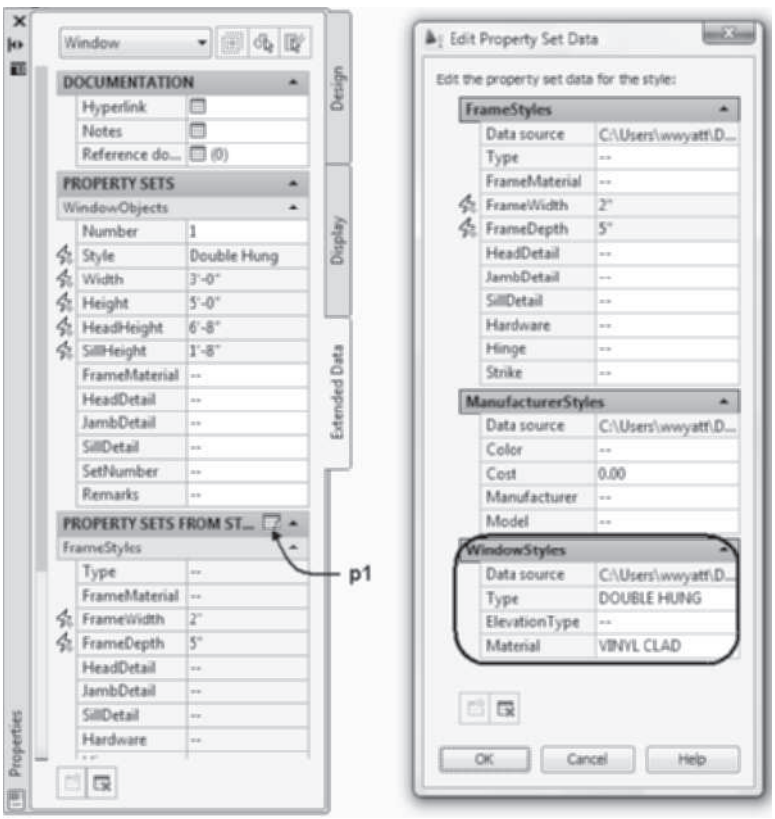

FIGURE 11.64 *Inserting style-based data for the double hung window*
15. Manual data for a window style are added in this step. Select the window tagged number **1** in the floor plan, right-click, and choose **Properties**. Choose the **Extended Data** tab. Click the **Edit Style Property Set Data** button shown at **p1** in Figure 11.64 to open the **Edit Property Set Data** dialog box. Scroll down to the Window Styles property set and type **DOUBLE HUNG** in the **Type** field and **VINYL CLAD** in the **Material** field as shown in Figure 11.64. Click **OK** to dismiss the **Edit Property Set Data** dialog box. Press ESC to end the selection. The data are added to the schedule for all windows of the style.